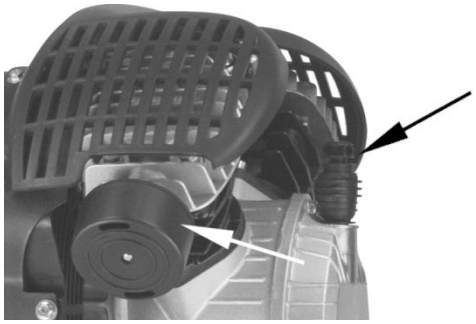

Rys. 2a
- Filtry powietrza. (najpierw należy wyjąć zatyczkę transportową a następnie wkręcić filtry w głowicach cylindrów) **(Rys. 2a)**.